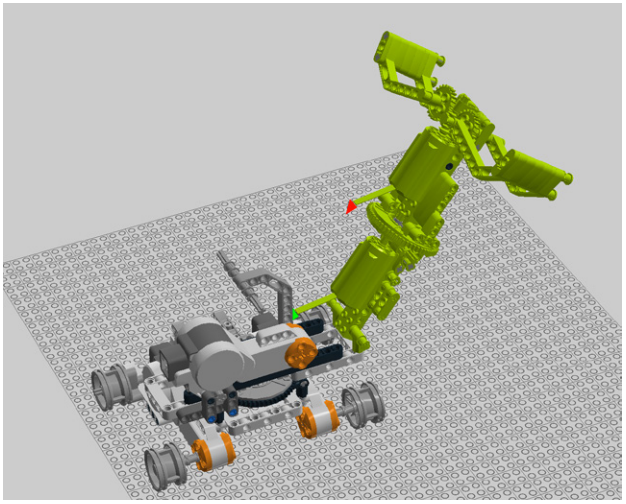

Figure 7-101. *Step 94: Attaching the arm*
94. Attach the completed arm to the Gripperbot's rotating platform as shown in Figure 7-101.